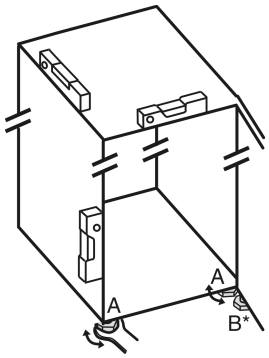

*Fig. 34*
▶ Stelvoetjes *Fig. 34 (A)* met meegeleverde steeksleutel en met behulp van een waterpas er uit draaien tot het apparaat vast en vlak is uitgelijnd.
▶ Stelvoetje *Fig. 34 (B)* op het lagerblok losdraaien met de bijgeleverde steeksleutel totdat deze op de vloer rust.
▶ Draai de verstelbare poot *Fig. 34 (B)* maximaal 90° verder om beschadiging van de deur te voorkomen.